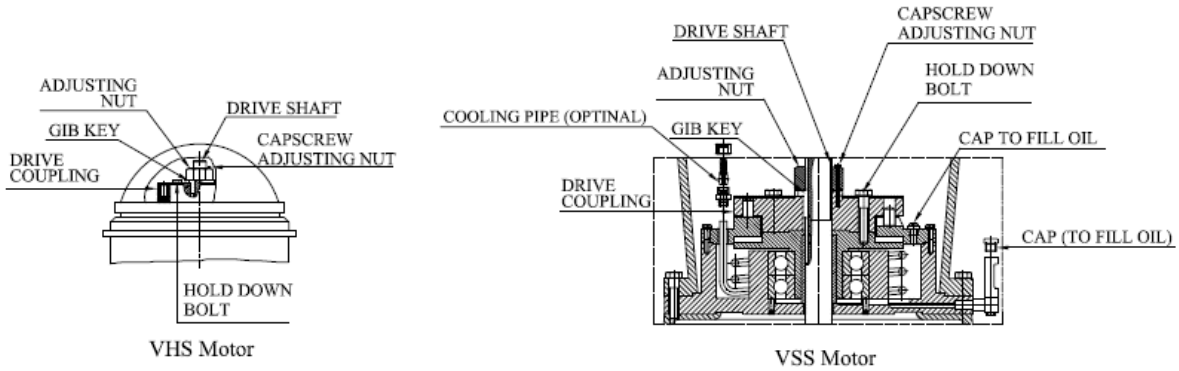

Figure 9
Assemble Tension Assembly as shown in Figure 9.
6. After lowering and orienting the driver as explained above, remove the drive coupling and the hold down bolts (See Figure 9 - left). **Be sure to mark the location of the coupling before remove it.**
See the Figure 9 - right
NOTE: Shaft adjustment up or down is accomplished by turning the adjusting nut Figure 9 - left.